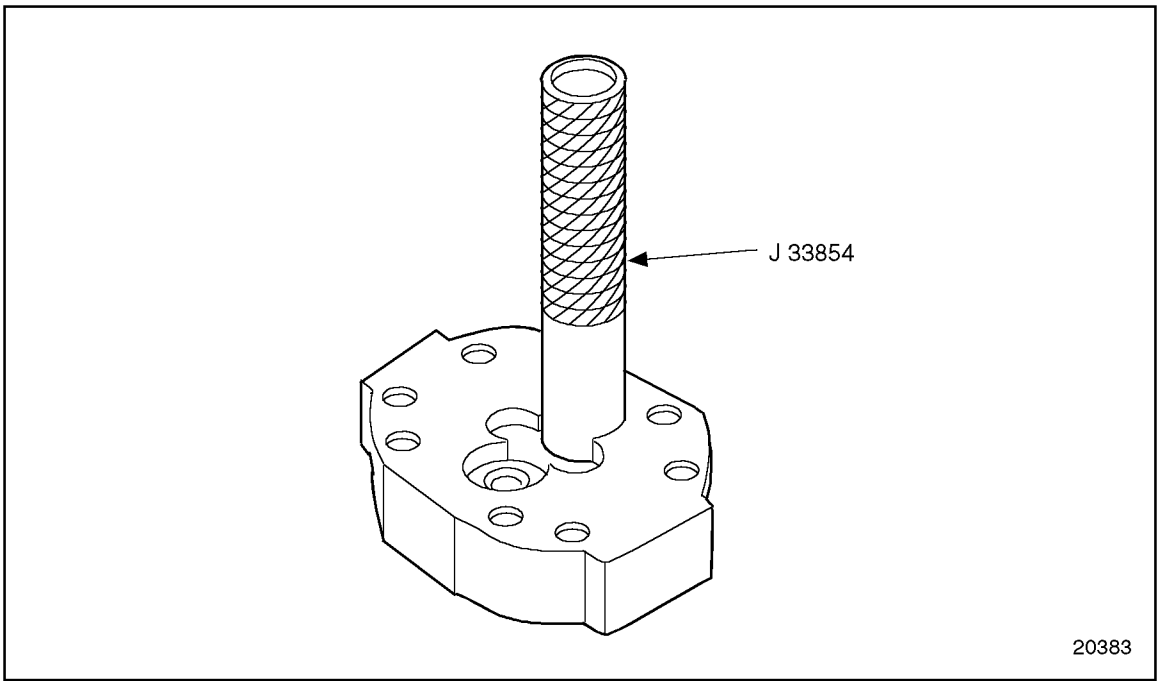

Figure 2-52 Bearing Assembly Installation
14. With the pump cover on a bench, inside face up, position a new needle bearing assembly on bearing installer, J 33854, with the bearing numbers against the installer. Position the bearing carefully on a shaft bore in the cover and with a light hammer drive the bearing into the bore until the installer is flush against the cover surface. See Figure 2-52. Repeat the procedure, installing a new bearing assembly in the remaining shaft bore.